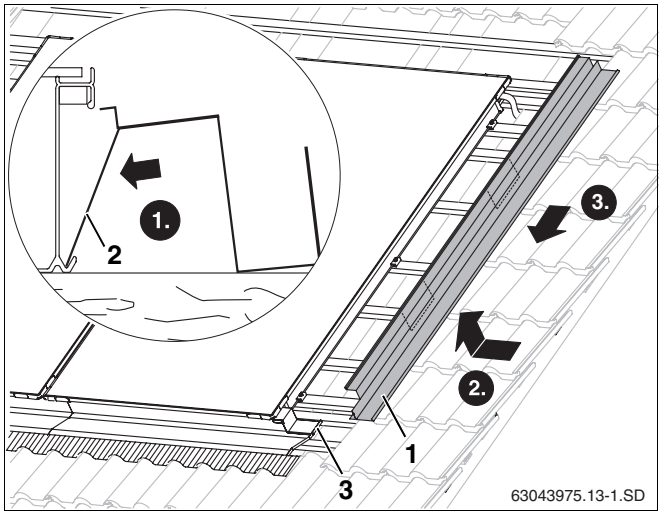

Abb. 49 Montage des rechten seitlichen Abdeckbleches
- Sie müssen die Haltebleche (Abb. 49, **Pos. 2**) in die Kollektorkante unten stellen.
- Rechte und linke seitliche Abdeckbleche (Abb. 49, **Pos. 1**) mit den Kanten oben in die Griffmulde des Kollektors stecken und über das untere Abdeckblech einschieben.
- Die Falzüberlappung der beiden Bleche zur Fixierung zusammendrücken (Abb. 49, **Pos. 3**).